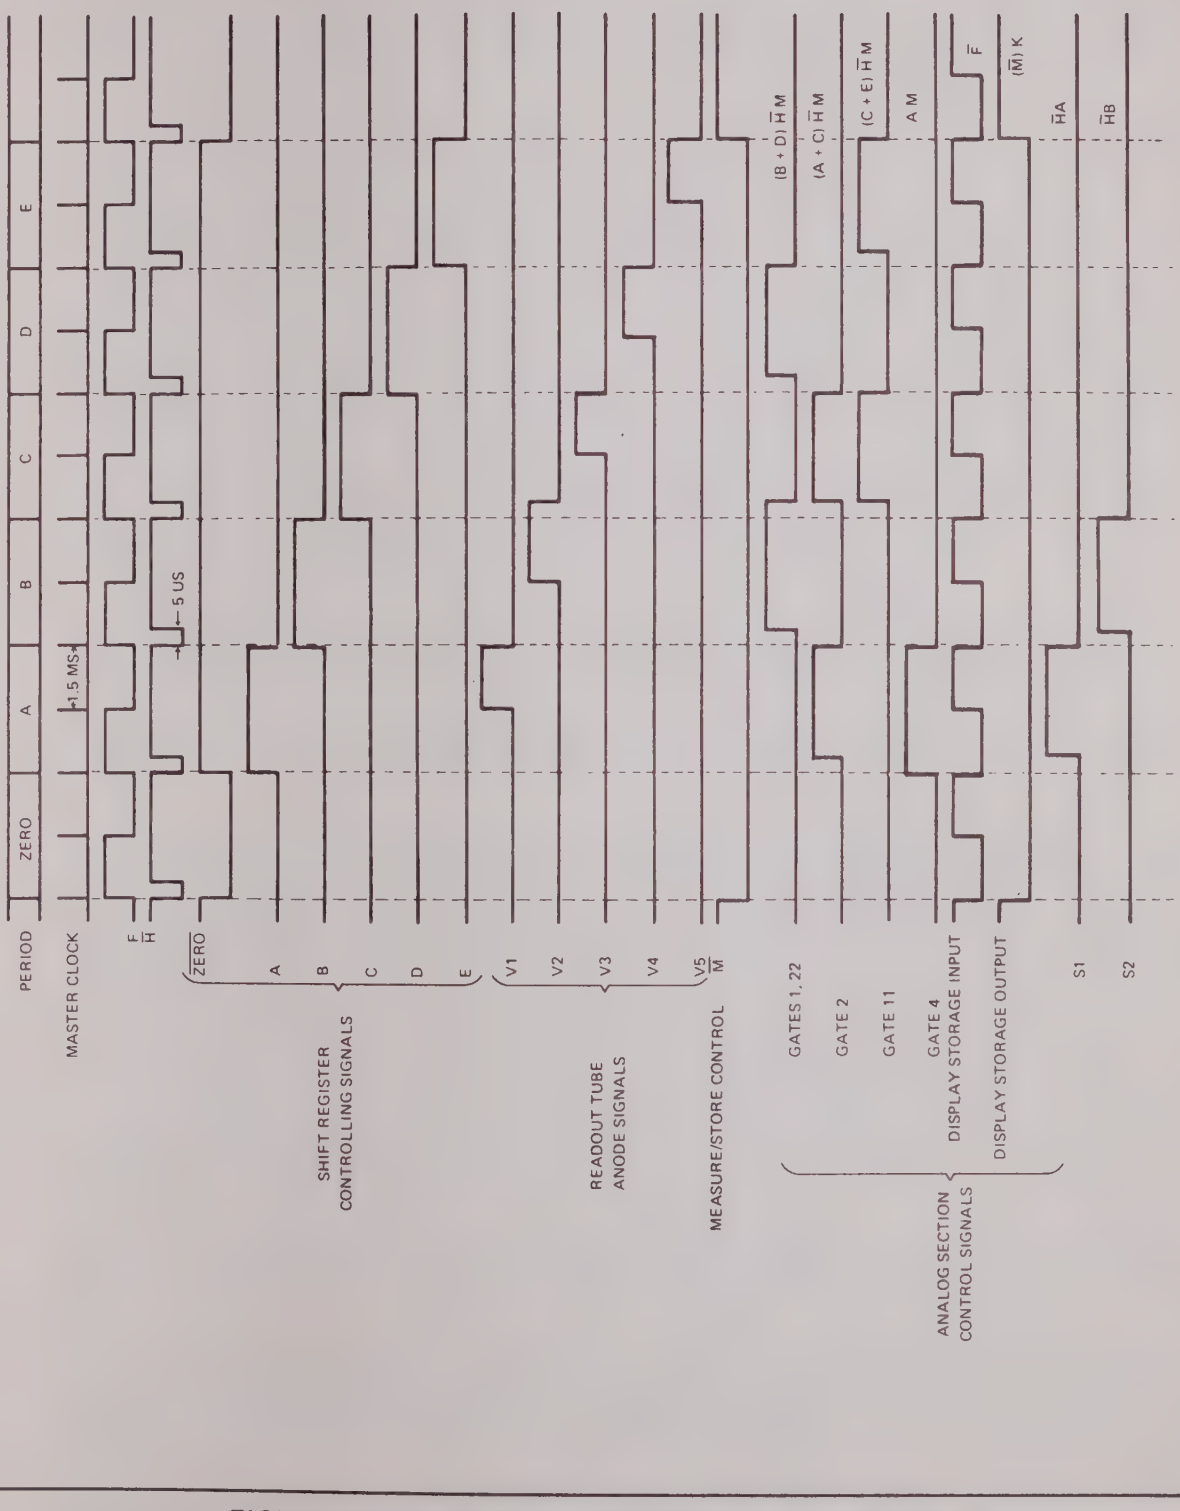

FIGURE 7. MEASUREMENT CYCLE TIME RELATIONS
C. A/D Converter (Figures 7, 8, and Schematic No. 2)
Referring to Figure 7 the time relationships can more easily be visualized. The Master clock generates timing pulses, which are fed to the clock input of a J-K flip-flop, 3F, which produces the F and $\overline{F}$ pulses. The F pulse is further modified by Q1 where the $\overline{H}$ pulse is generated. The $\overline{H}$ pulses are fed to the clock inputs of the 6 State Shift Register, where five of the six timing pulses are generated. The sixth, $\overline{ZERO}$ pulse is generated by the action of the NAND gate 4B. Note that it is possible to divide any of the time periods into two equal parts by using the F and/or the $\overline{F}$ pulses. (These time periods are refered to as A1, A2, B1, B2 . . . etc.)
D. **Logic Section (Figures 7, 9, 10, 11, 12 and Schematic No. 3 sheets 1 and 2)**
The F pulse is then applied to Q1 where the $\overline{H}$ pulse is generated. (Figure 7).